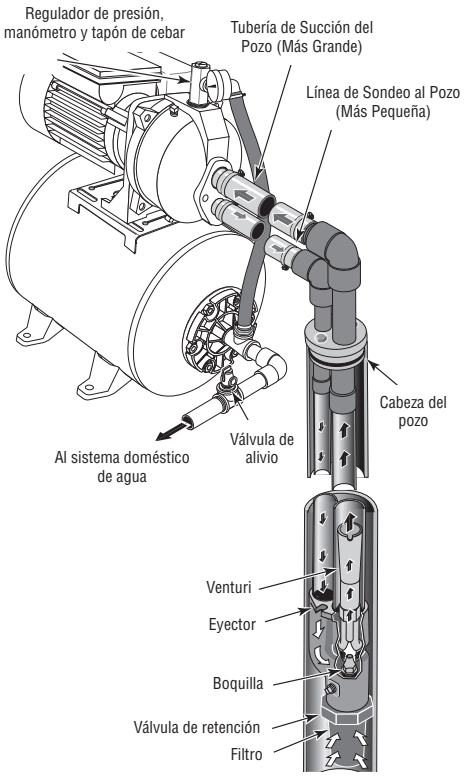

Figura 6 - Pozos Profundos de 4" y Más Grandes
2. Ensamble el juego del eyector. Vea la Figura 6. Siga las instrucciones que vienen incluidas en el kit para ajustar la boquilla y el venturi a las condiciones de su pozo.